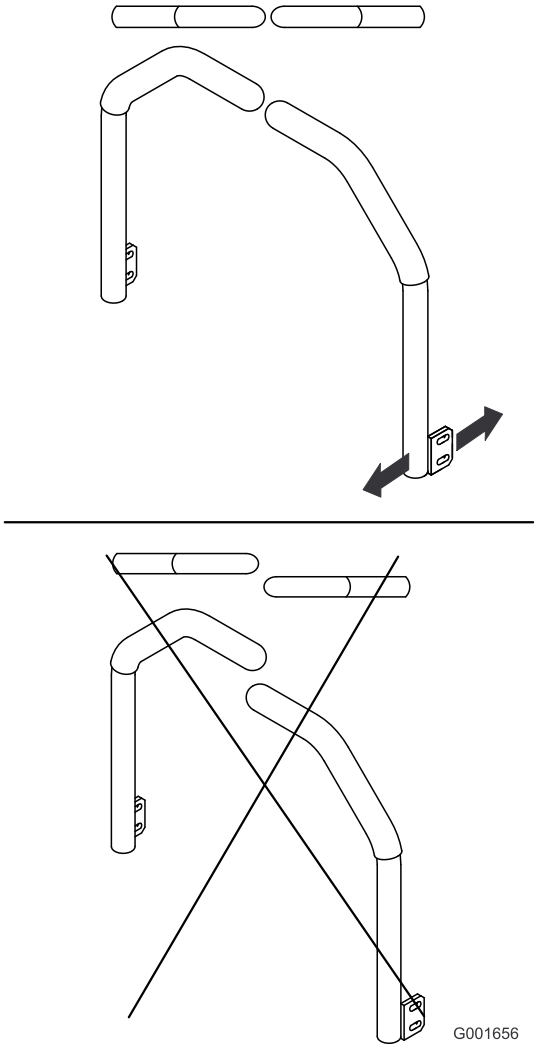

Figura 59
5. Ajuste las palancas de control de forma que queden alineadas entre sí y apriete los pernos para fijar las palancas a los soportes (Figura 59).